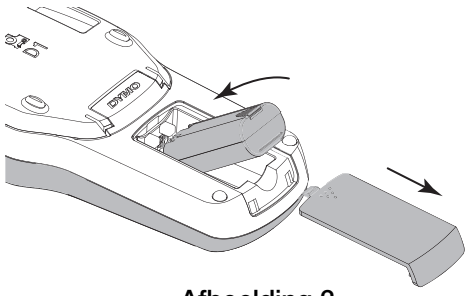

Afbeelding 2
1. Schuif het klepje van het accucompartiment van de labelmaker open. Zie Afbeelding 2.
2. Schuif het klepje van het accucompartiment van de label maker open. Zie Afbeelding 2.